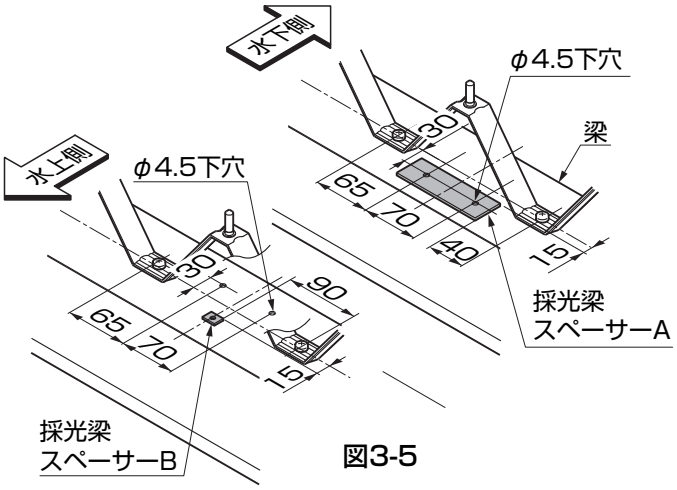
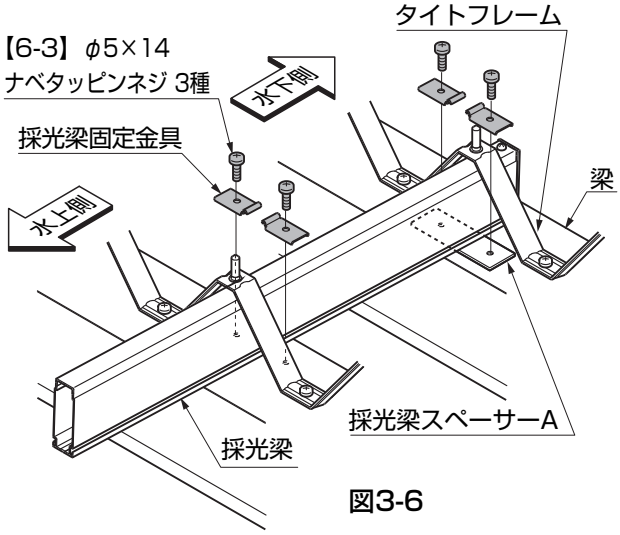

図3-5
図3-6
②採光梁スペーサーAを水下側の梁に、採光梁スペーサーBを水上側の梁にそれぞれ貼付けてください。(図3-5参照)
③梁、採光梁スペーサーAにφ4.5の下穴加工をしてください。(図3-5参照)
④採光梁を梁とタイトフレームのすき間にスライドしてください。
⑤採光梁固定金具を採光梁に引っ掛けて梁に【6-3】で取付けてください。(図3-6参照)